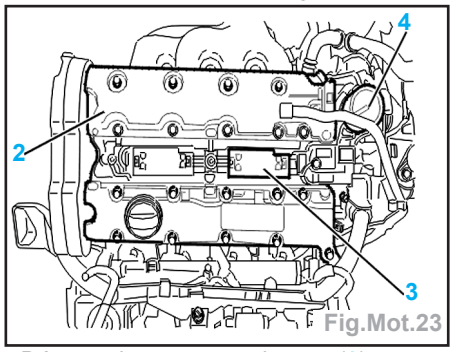

Fig.Mot.23
- Déposer le capteur (4) (Fig.Mot.23).